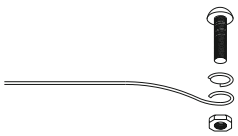

Figure 8
See figure 8.
Voir la figure 8.
7.Para aterrizar la luminaria instale la arandela de copa sobre el tornillo roscado de tierra con la copa hacia arriba. Enrosque el cable verde o desnudo alrededor de la rosca del tornillo de tierra y dentro de la arandela de copa. Fíjelo con la tuerca hesagonal. **Vea figure 8.**